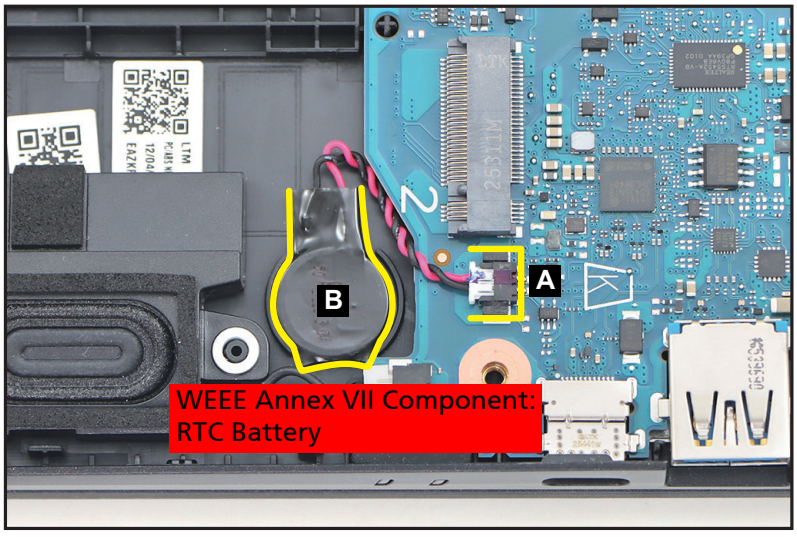

Figure 1-33. RTC Battery Removal
1. Disconnect the RTC battery cable from the mainboard connector (A) (Figure 1-33).
2. Carefully pry to detach the adhesive tape underneath the RTC battery (B) (Figure 1-33). Then remove the RTC battery.